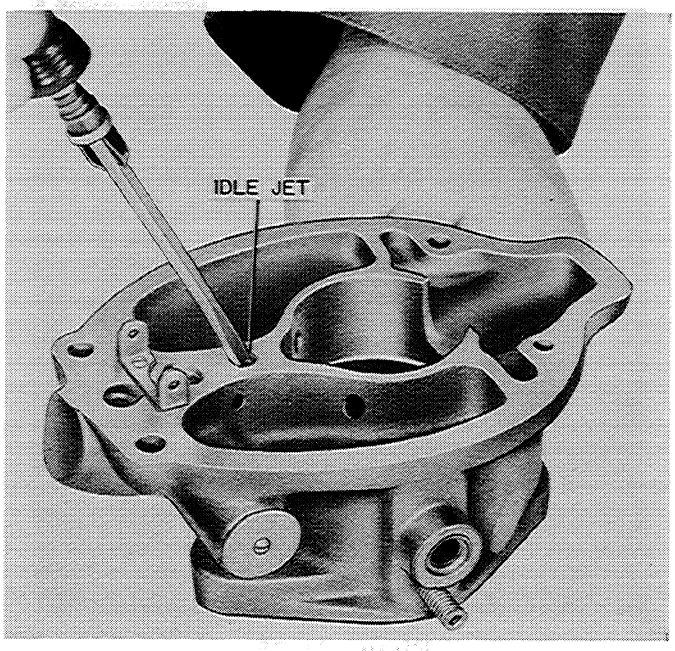

Figure N-41
8. Install the idle jet and tighten down securely, Figure N-41.